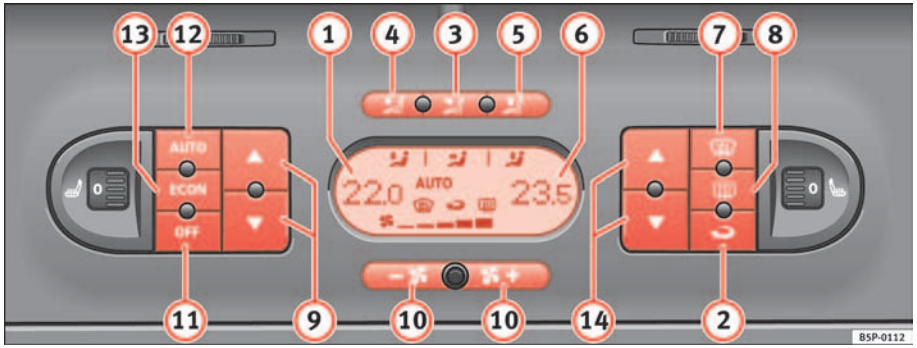

Fig. 126 On the dash panel: 2C Climatronic controls
– Press the temperature control buttons ⇒ page 150, fig. 126 (9) or (14) in order to adjust the temperature on the left hand side or the right hand side respectively.
– Press the button AUTO ⇒ page 150, fig. 126."AUTO" is shown on the display. ▶